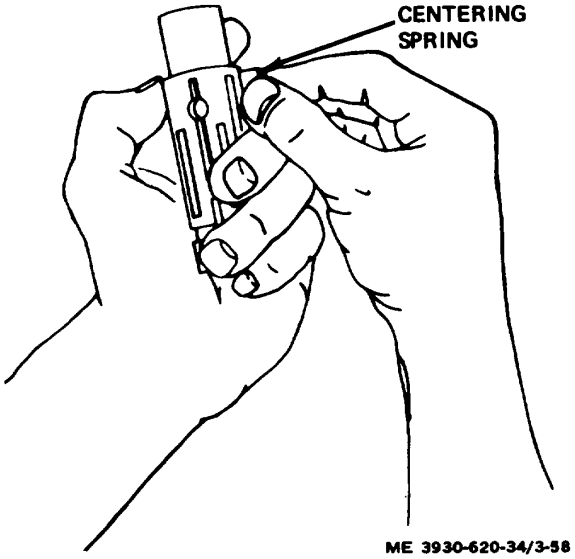

Figure 3-58. Spring being removed from spool.
(36) Push centering spring set from spring slot in spool. (fig. 3-58.)
(37) Completely disassemble meter gear set.